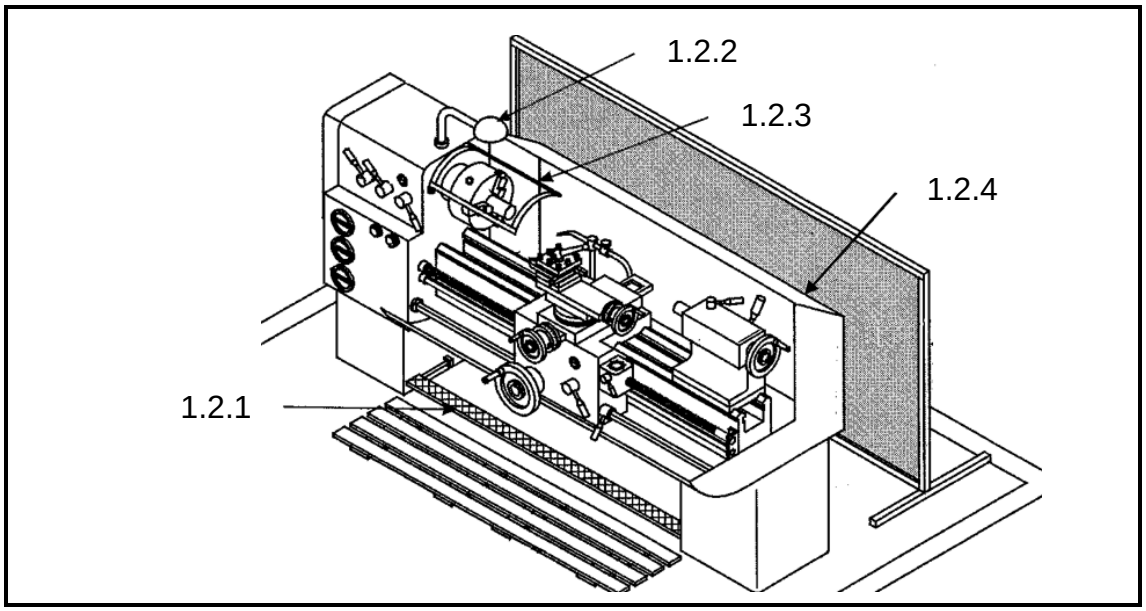

FIGURE 1
1.2 Study the lathe shown in FIGURE 1 below. Identify the safety features by writing only the answer next to the number (1.2.1–1.2.4) in the ANSWER BOOK. (4)